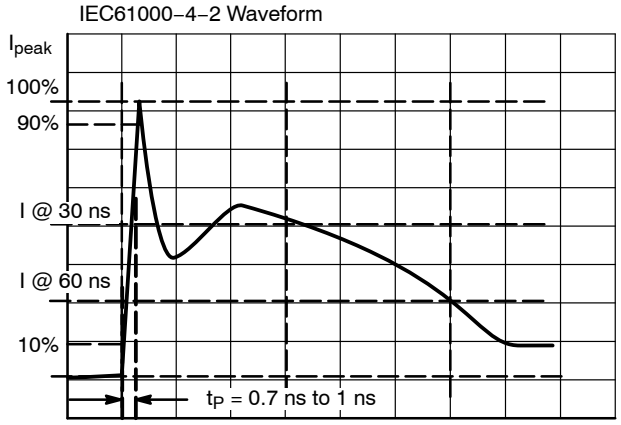

Figure 5. IEC61000−4−2 Spec
1. For test procedure see Figure 5 and application note AND8307/D.